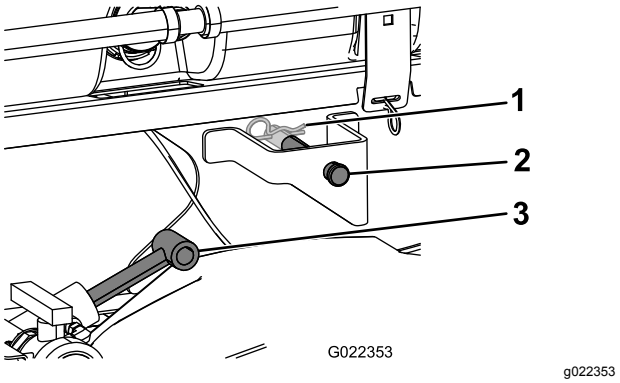

**Figur 9**
3. Forleng løftesylindrene frem til brakettene på tankens glideramme, og rett inn sylinderkoblingene etter hullene i brakettene på tankens glideramme (Figur 9).